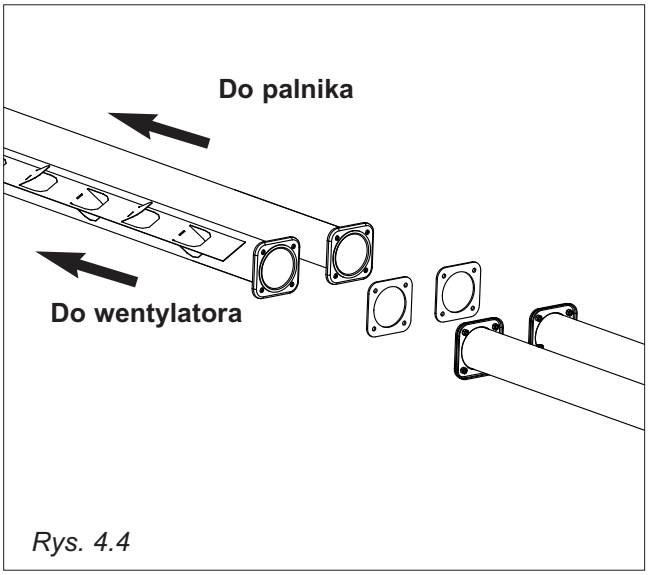

Rys. 4.4
2) **Tylko dla Infra 9ES i Infra 12ES:** odpowiednie rury promieniujące należy połączyć skręcając kołnierze przy pomocy kompletu śrub, podkładek i nakrętek. 8x M8*25. Należy pamiętać o umieszczeniu uszczelki pomiędzy kołnierzami, jak pokazano na Rys. 4.4.